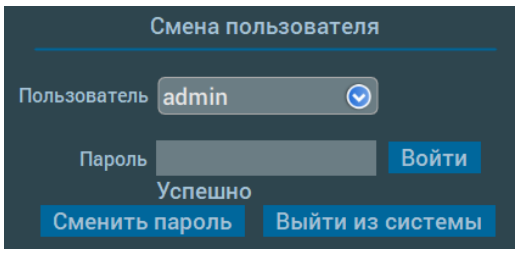

Рис. 6.2 Успешная аутентификация пользователя
4. Если пароль был введен верно, появятся сообщение «Успешно» и кнопки «Сменить пароль» и «Выйти из системы» (Рис. 6.2).